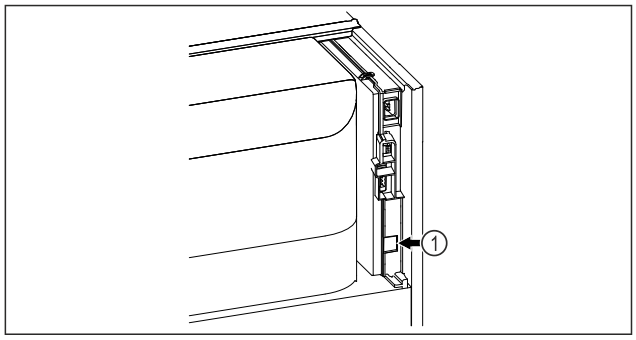

Fig. 96
- ❑ SmartModule *Fig. 96 (1)* is geplaatst.